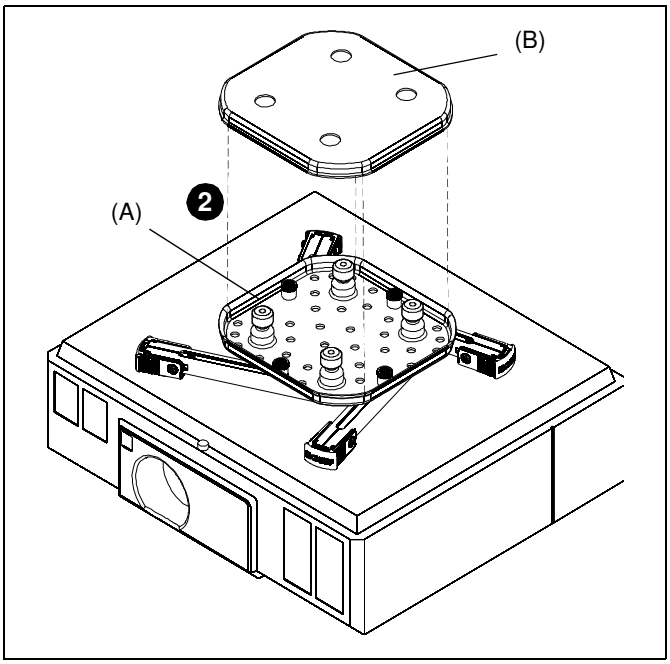

Abb. 9
2. Platzieren Sie die SSBU/SSMU-Basisplatte (B) über der SSBU/SSMU-Anschlussplatte (A). (Siehe Abb. 9)